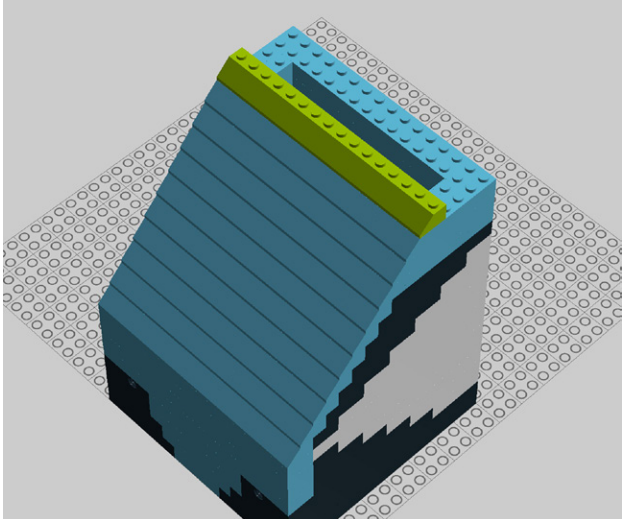

Figure 9-72. *Step 67: More slopes*
67. Add six 2x2 and one 2x4 translucent slopes (Figure 9-72).